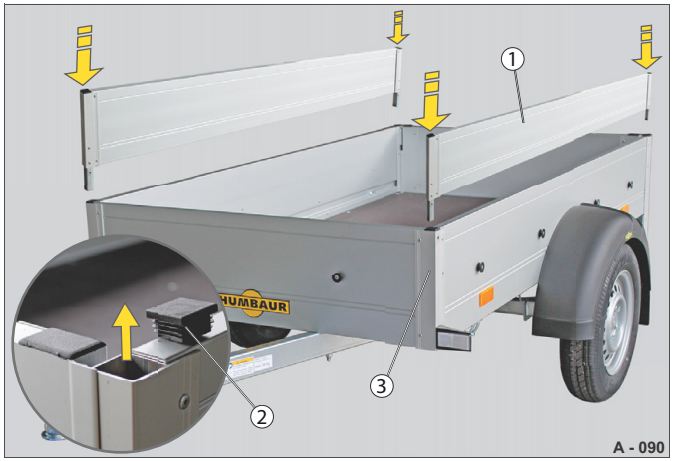

Abb. 25 Montáž postranních prodloužení bočnic
▶ Odstraňte lamelové uzávěry (Abb. 25/2) z nárožních klanic.
▶ Zasuňte postranní prodloužení bočnic (Abb. 25/1) do nárožních klanic (Abb. 25/3) základní bočnice.